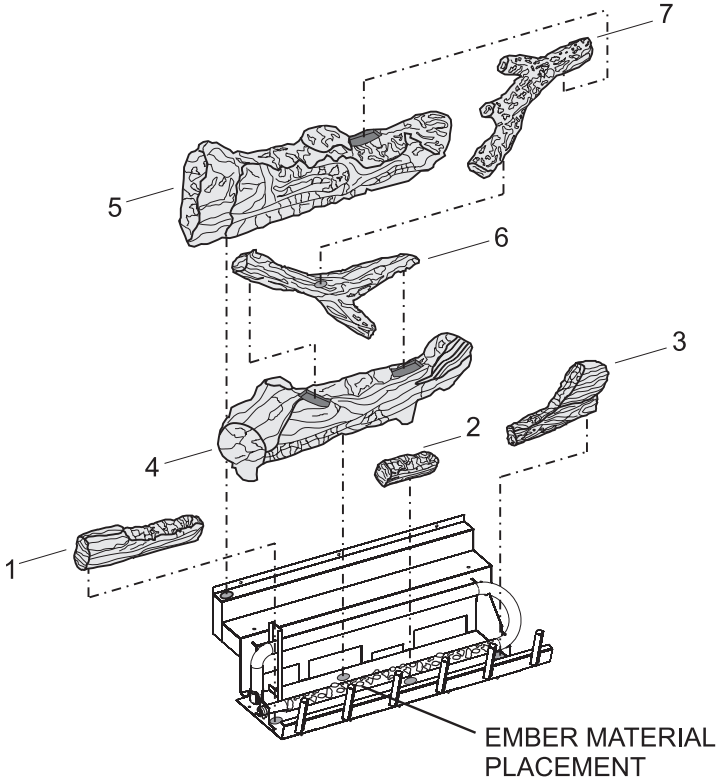

Figure 58
10. After all logs are positioned properly, apply glowing ember material to the front burner port area. To apply, carefully separate the ember material into small amounts no larger than "dime size" pieces. Fluffed up pieces one layer thick on top of the burner generally work best, and will provide the best ember glow. Do not place ember material more than one layer thick. No more than one small packet of ember material (part no. 15999) evenly placed on the burner, is recommended on DVD32 and DVD36 models. Using additional ember material will decrease the amount of ember glow effect. Extra ember material should be saved for future application as necessary. **See Figure 58.**
The positioning of logs is critical to safe and clean operation of this fireplace. Sooting and other problems may result if the logs are not properly and firmly positioned in the fireplace. Please refer to **Figure 57 and Figure 58** and corresponding WARNING when completing following log placement steps.
11. After all logs are properly positioned, place small "dime" size pieces of Rockwool lightly across the front burner tube ports. Place the ember material (Rockwool pieces) side by side. Do not stack more than one layer of embers across the burner ports. **See Figure 58.**
Attention: Do not use **Figure 57 or Figure 58** to order logs. Refer to parts lists and parts views on pages 60 to 63 to order logs and/or ember material for your appropriate fireplace model.